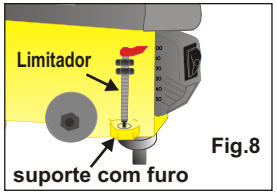

Fig.8
1. Localize o limitador de profundidade (n°15) e encaixe-o no suporte do cabeçote (n° 24). Conforme fig.8. **Obs.: O lado esquerdo do cabeçote oferece um suporte com furo para encaixar o limitador**.